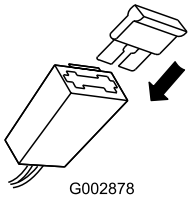

Figure 10
3. Placez le fusible dans le porte-fusible (Figure 10).